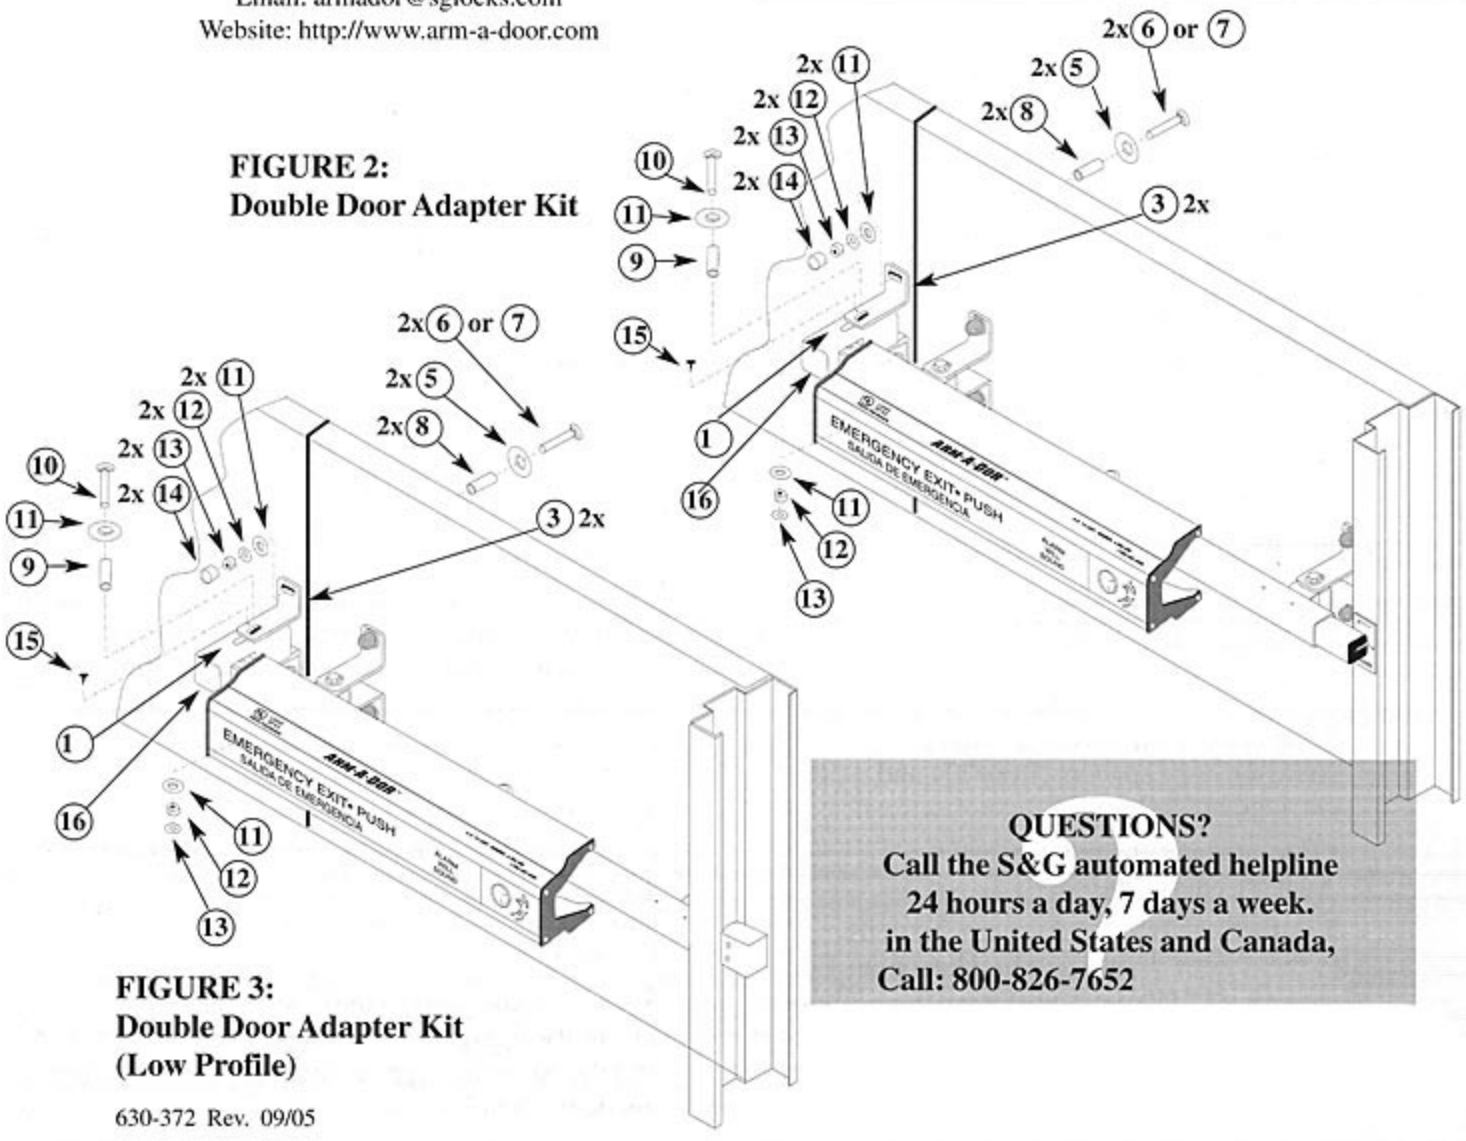

FIGURE 3:
6. Fasten the double door strike bracket with door brackets attached to the door using two (2) sets of bolt washers (Item 5), carriage bolts (Item 6 or 7), support tubes (Item 8), flat washers (Item 11), lockwashers (Item 12), and hex nuts (Item 13). Leave hardware loose for adjustment.
7. For Low Profile applications, install mortise keeper (Item 19) and release angle (Item 20) using hardware kit (Item 21) on hinged side of door per Installation and Operations Guide and Figure 3.